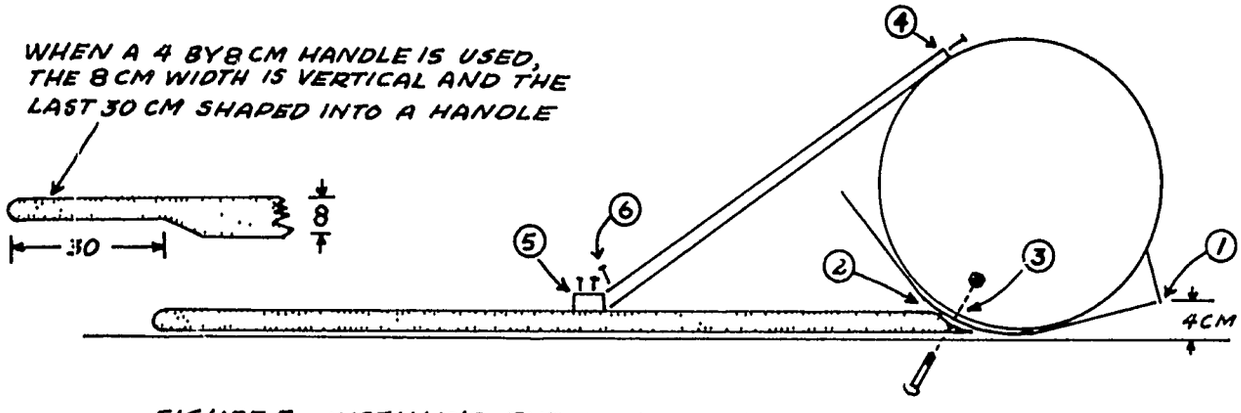

FIGURE 7 INSTALLING THE HANDLE AND HANDLE BRACE
5. Install the handle and handle brace. See Figure 7.